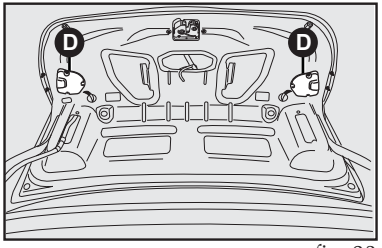

fig. 23
- Abrir a tampa do porta-malas para ter acesso à lanterna **D-fig. 23** (lado interno da tampa);
- Retirar os três parafusos e soltar a tampa plástica **fig. 23**;
- Recolocar a tampa plástica e apertar os três parafusos **fig. 23**.